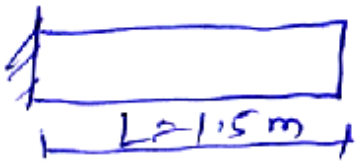

Fig.4
b) Estimate the natural frequencies of axial vibrations of bar as shown in fig. 4. Using both consistent and lumped mass matrices and compare the results. The bar is having uniform cross section with area $A = 50 \times 10^{-6} m^2$, lenght L = 1.5m, modulus of Elasticity. $E = 2 \times 10^{11}$ N/m^2 and density $\rho = 7800$ kg/m^3. Model the bar using two elements. **[10]**